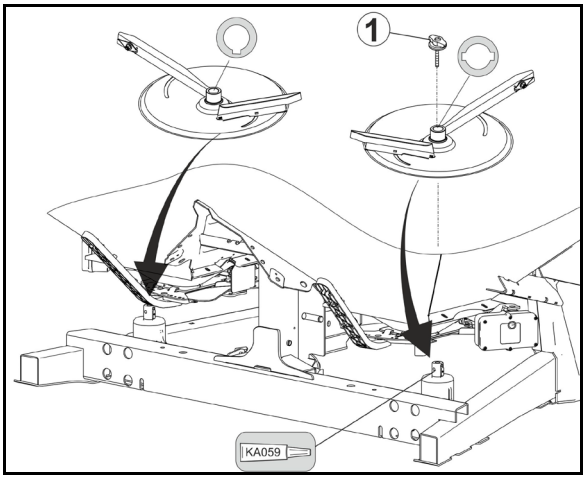

**Rys. 71**
1. Odkręcić nakrętkę motylkową (Rys. 71/1).